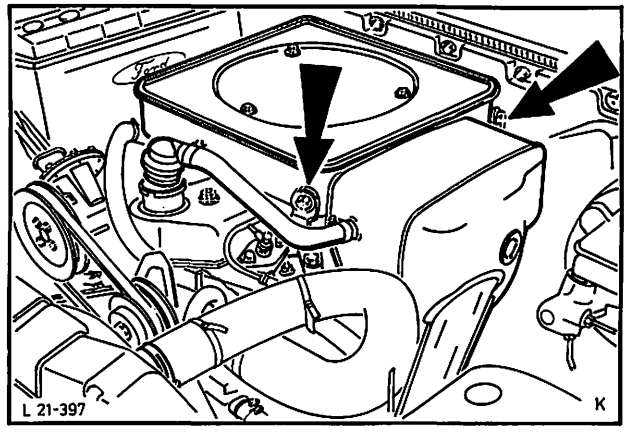

Abb. 148 Ansauggeräuschdämpfer
10. Ansauggeräuschdämpfer anbauen, Abb. 148, und Massekabel – Batterie anschließen.